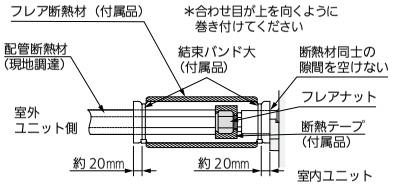

図18
- 図18に従って液管・ガス管とも、断熱してください。フレアナット部に断熱テープ（付属品）を巻き付けてください。配管接続部にはフレア断熱材（付属品）を隙間がないように巻き付け、結束バンド大（付属品）で締め付けてください。結束バンドの余分な部分は切断してください。（断熱をしない場合や隙間がある場合、結露して水漏れの原因になります）